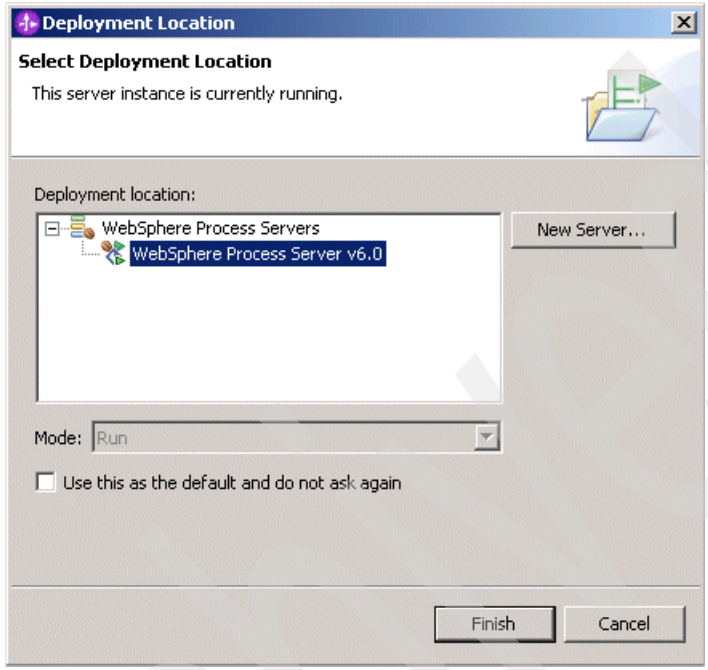

Figure 11-83 Deployment Location window
4. In the Deployment Location window (Figure 11-83), you can choose the run time to execute the test against. In our case, only one server is defined, which is selected by default. Click the **Finish** button.